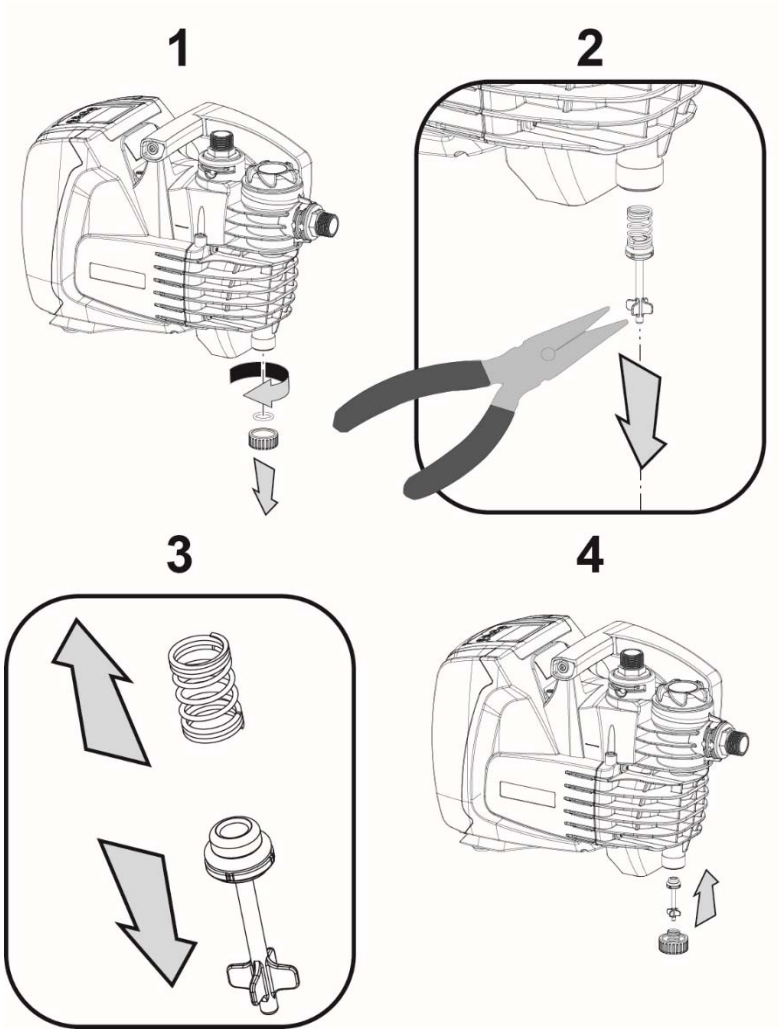

Rysunek 5
3. usunąć korek spustowy, tak aby nie naruszyć uszczelnienia O-Ring (Rys.5);